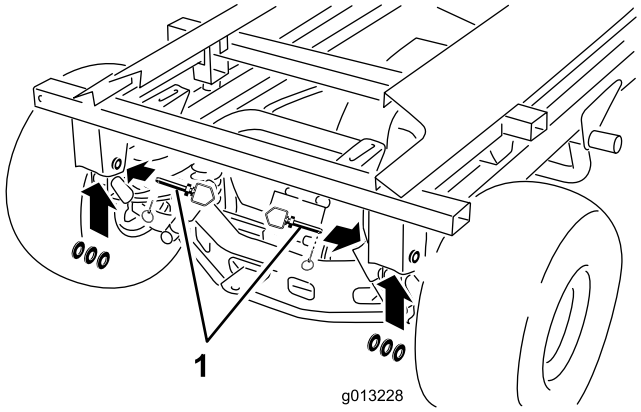

Figur 43
10. Ta bort de bakre hjulsprintarna, hakbultarna och brickorna (Figur 43).